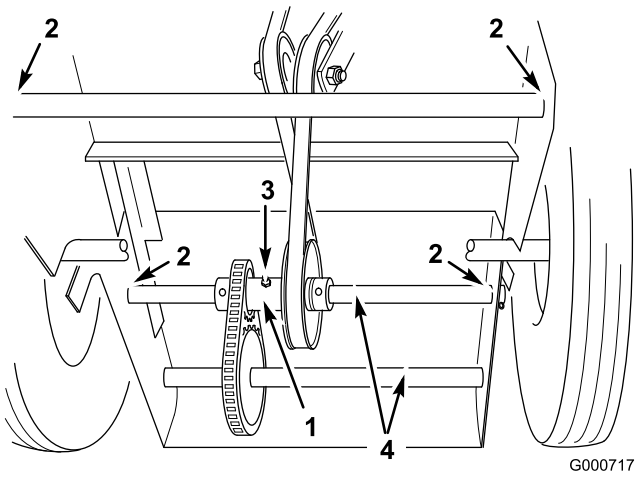

Figur 25
- Där framhjulsstödet svänger i motorbasen (Figur 25)
- Där de bakre drivaxlarna svänger i motorbasen (Figur 25)
Smörj den bakre mellandrevsenheten med universalfett nr 2 efter var 25:e körtimme eller oftare då förhållandena är dammiga eller sandiga (Figur 25). Pumpa in fett i nippeln tills det tränger ut ur lagren.